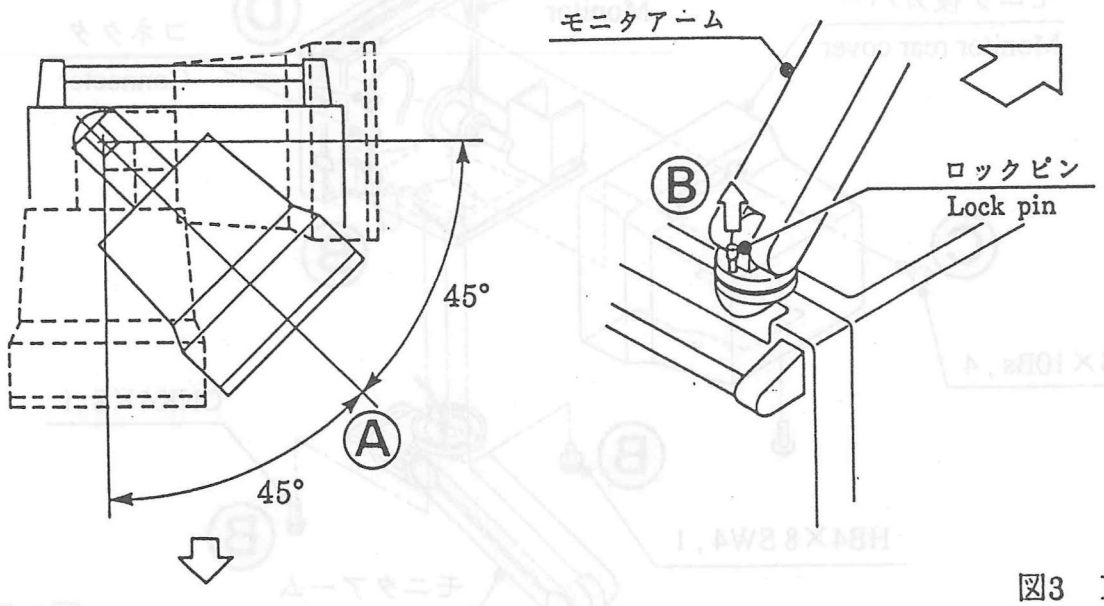

図3 Fig.3
(3)モニタアームの左右の可動範囲は、左に45°右に45°の範囲。(図3Ⓐ)
(4)モニタの左右移動は、モニタアームのロックピンを上に引き上げて行う。(図3Ⓑ)
(3)The monitor arm swings horizontally over a range from 45° to the right to 45° to the left. (Ⓐ in Fig. 3)
(4)To reorient the monitor horizontally, first lift the monitor arm lock pin. (Ⓑ in Fig. 3)